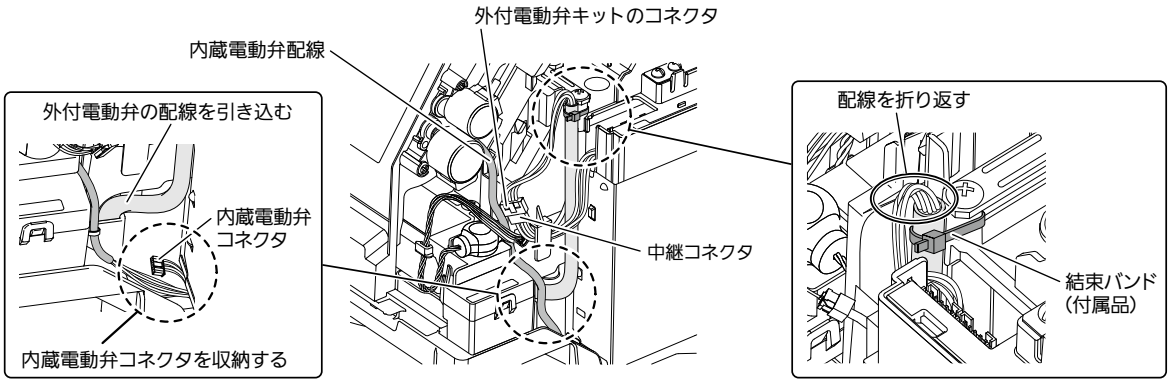

図9-1　　図9　　図9-2
- 図9-1のように外付電動弁キットの配線を室内ユニットに引き込みます。
- 内部電動弁のコネクタは図9-1のように外付電動弁キットの配線の被覆（灰色の部分）と電装ボックスの間に収納してください。